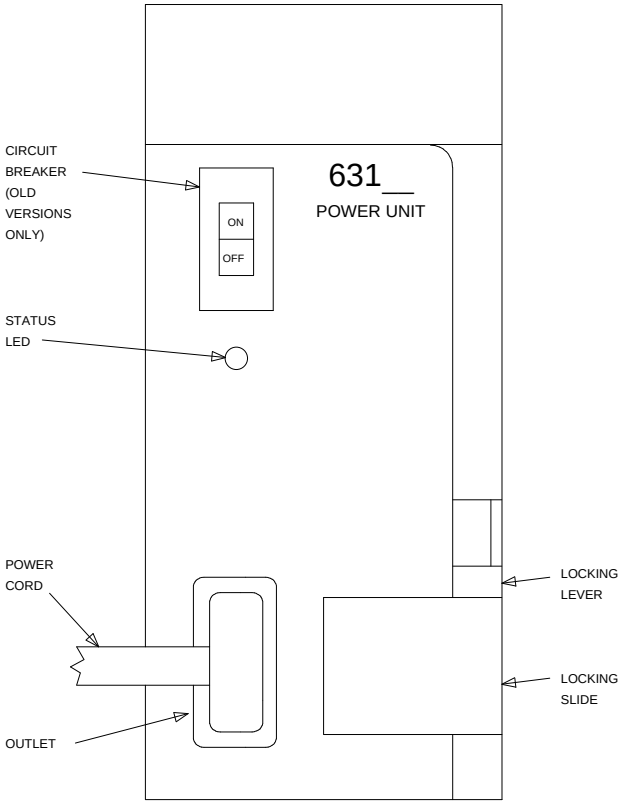

Figure 3-24. 631-Type Power Unit
13. Connect the power cords to the power units. The power cords are the white cables equipped with plugs that are run through the slots in the front of each carrier (see Figure 3-24).